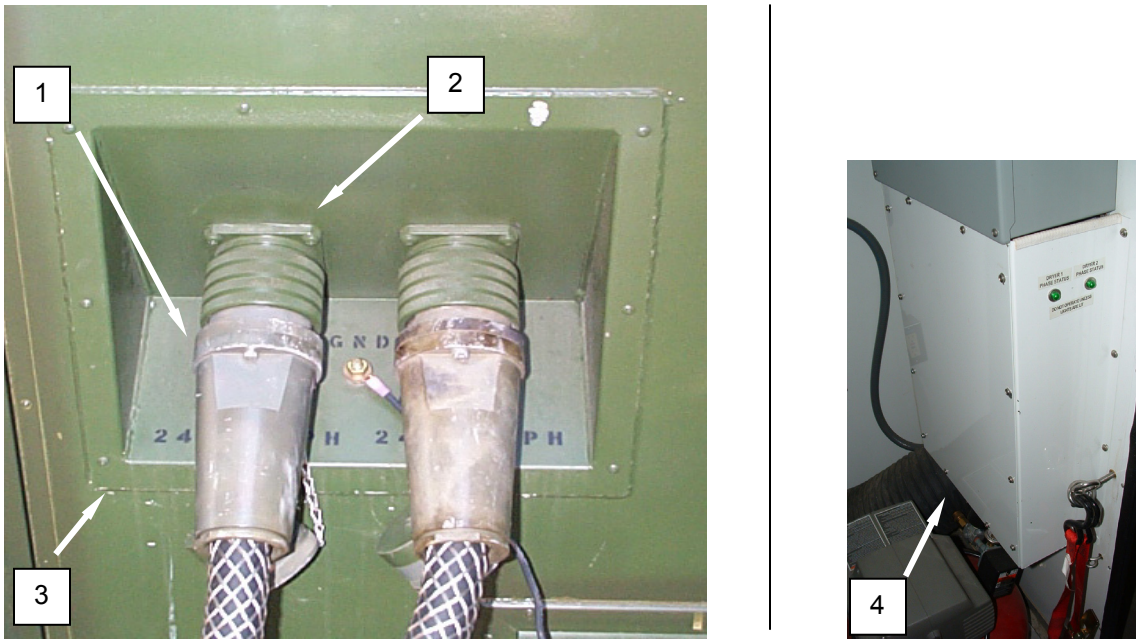

Figure 1. Test the Power Input Receptacle.
1. Disconnect power input cable **(Figure 1, Item 1)** from the receptacle **(Figure 1, Item 2)** on the CBL power panel **(Figure 1, Item 3)**.
2. Remove the CBL panel cover **(Figure 1, Item 4)**.
9. Check for secure connection and condition of wiring **(Figure 1, Item 10)** with an open connection between the prong **(Figure 2, Item 9)** on the receptacle **(Figure 1, Item 2)** and the main circuit breaker **(Figure 2, Items 11 or 12)**.
12. Install the panel cover **(Figure 1, Item 4)**.
14. Connect the power input cable **(Figure 1, Item 1)**.